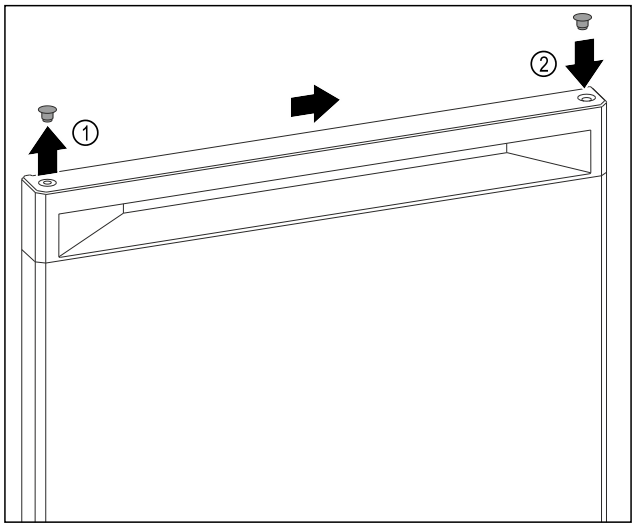

*Fig. 9*
▶ Carefully lift the cover plug on the top of the door *Fig. 9 (1)* with a slotted screwdriver.
▶ Insert the cover plug on the opposite side. *Fig. 9 (2)*